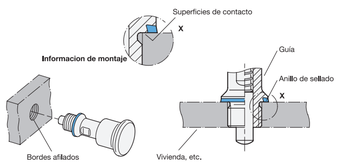

Imagen 2
- El orificio de alojamiento debe haberse dispuesto de tal modo que la punta metálica dentro de la junta de sellado se apoye si es posible completamente en la base y permita una sujeción en bloque (tope metálico) (tolerancia de +0,05/+0,2). La junta de sellado debe apoyar por completo en la base (imagen 2).